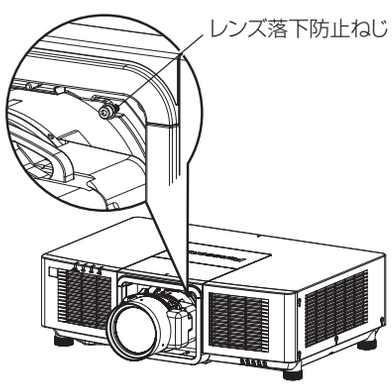

図1
- ズームレンズ（品番：ET-EMU100）以外の投写レンズを取り付けている場合は、投写レンズの右側にあるねじを、六角ボールポイントドライバーで取り外してください。（図 1）